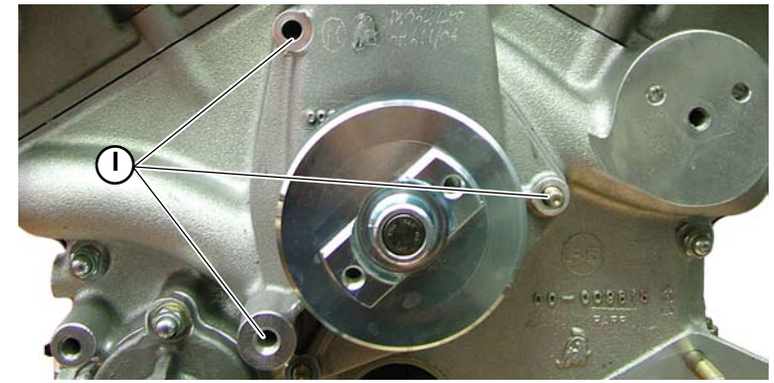

Fig.1
2. Tighten the 3 nuts (**A-Fig.1**), securing the water pump to the timing system cover.